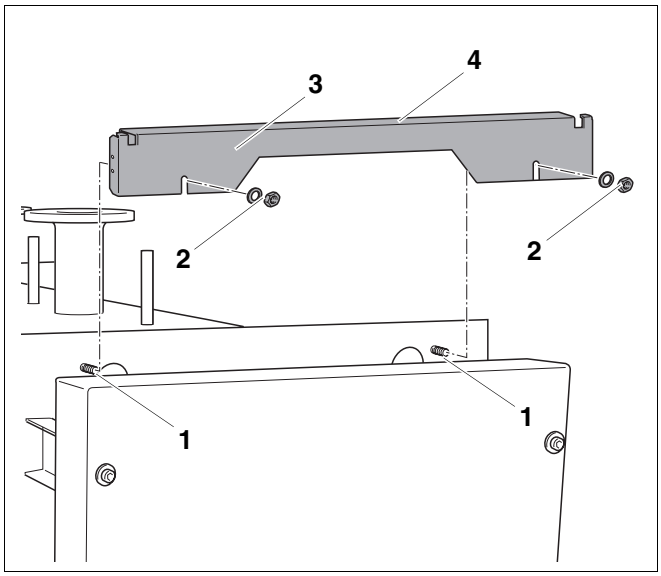
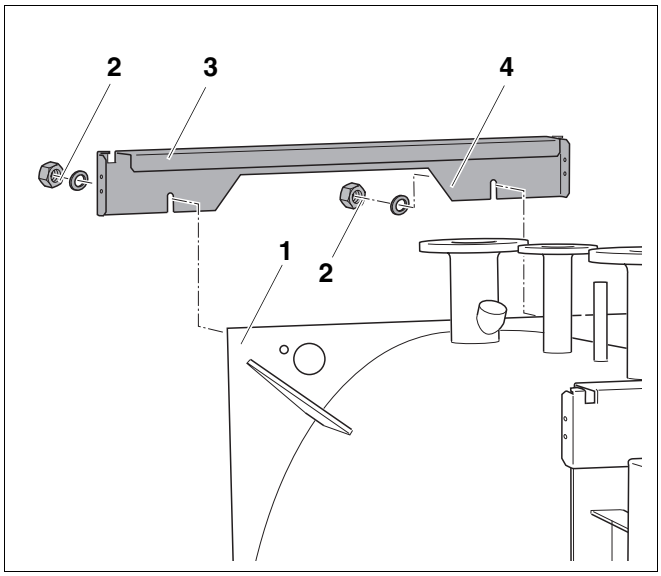

Rys. 12 Montaż przedniego profilu poprzecznego
Rys. 13 Montaż tylnego profilu poprzecznego
Zagięcia tylnego (rys. 13, **poz. 3**) i przedniego profilu poprzecznego (rys. 12, **poz. 4**) powinny być zwrócone w kierunku korpusu kotła.
- Poluzować zmontowane wstępnie nakrętki (rys. 12, **poz. 2**).
- Wsunąć przedni profil poprzeczny (rys. 12, **poz. 3**) między podkładki (rys. 12, **poz. 2**).
- Dokręcić mocno nakrętki (rys. 12, **poz. 2**).
- Poluzować zmontowane wstępnie nakrętki (rys. 13, **poz. 2**).
- Wsunąć tylny profil poprzeczny (rys. 13, **poz. 4**) między podkładki (rys. 13, **poz. 2**).
- Dokręcić mocno nakrętki (rys. 13, **poz. 2**).